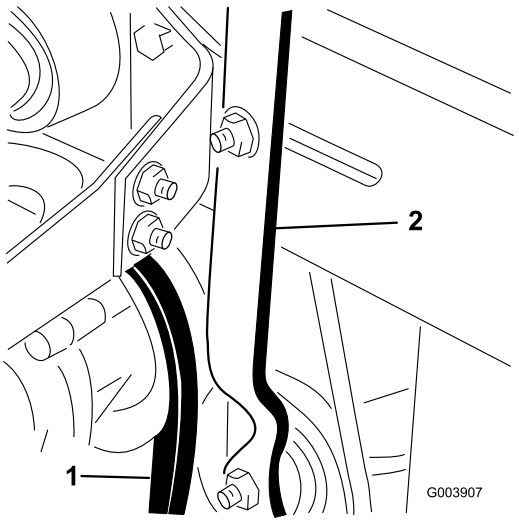

Figur 70
1. Løsn låsemøtrikken på remspændinghåndtaget (Figur 70).